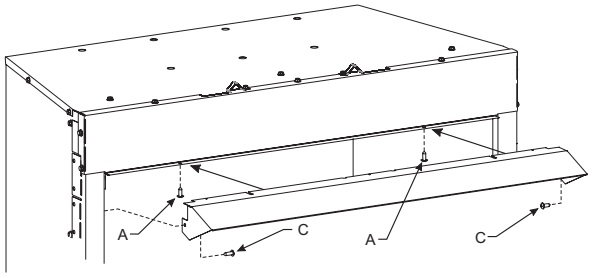

**Figure 11**
1. Loosen the two screws (A) holding firebox top to face panel, then slide the hood flange between the firebox top and face panel and re-tighten the screws. **See Figure 11.**
2. Install one screw at each end of the hood as shown (C). **See Figure 11.**